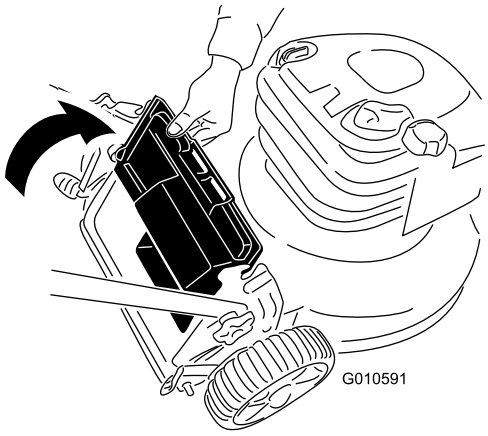

Figuur 15
2. Breng de afvoergeleider omhoog en houd deze omhoog (Figuur 15).